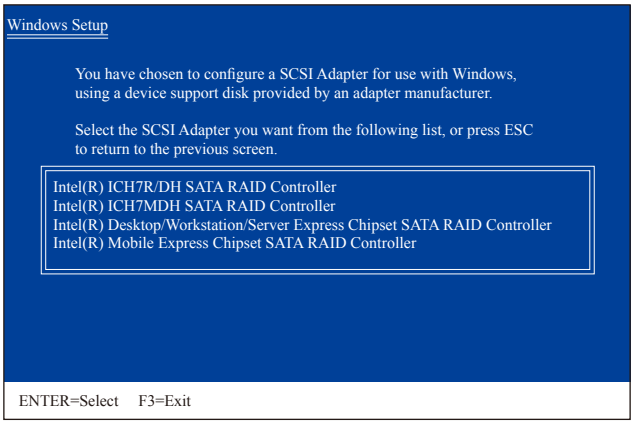

图3
放入存有SATA RAID/AHCI驱动程序的软盘并按下<Enter>键。当如图3的画面出现时，请选择「Intel(R) Desktop/Workstation/Server Express Chipset SATA RAID Controller」再按<Enter>键，系统会从软盘中下载RAID驱动程序。若设为AHCI模式，请使用键盘的上键移到「Intel(R) Desktop/Workstation/Server Express Chipset SATA AHCI Controller」项目再按<Enter>。